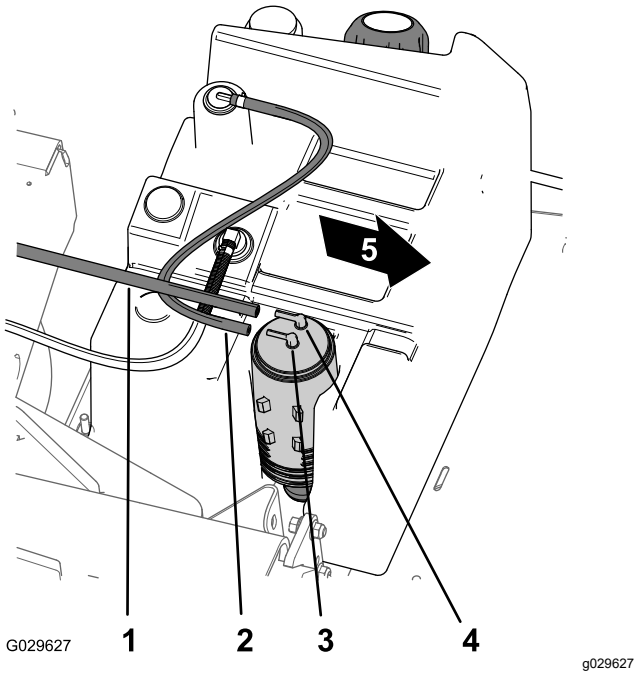

Figur 44
1. Fjern vakuumslangen fra fittingen på kulfilterbeholderen med betegnelsen Purge (Figur 44).
2. Fjern brændstoftankens slange fra fittingen på kulfilterbeholderen med betegnelsen Fuel Tank (Figur 44).
8. Monter vakuumslangen på fittingen på kulfilterbeholderen med betegnelsen Purge, og brændstoftankens slange på fittingen med betegnelsen Fuel Tank (Figur 44).